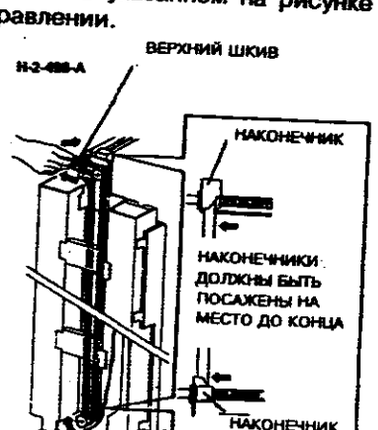

**Рисунок 5. Установка ремня привода механизма подравнивания**
3. (Рисунок 5) При установке ремня механизма подравнивания проверьте, что наконечники подравнивающей планки (верхний и нижний) находятся на месте. Для того чтобы они не сошли с места при натягивании ремня на верхний шкив, тяните ремень в указанном на рисунке направлении.